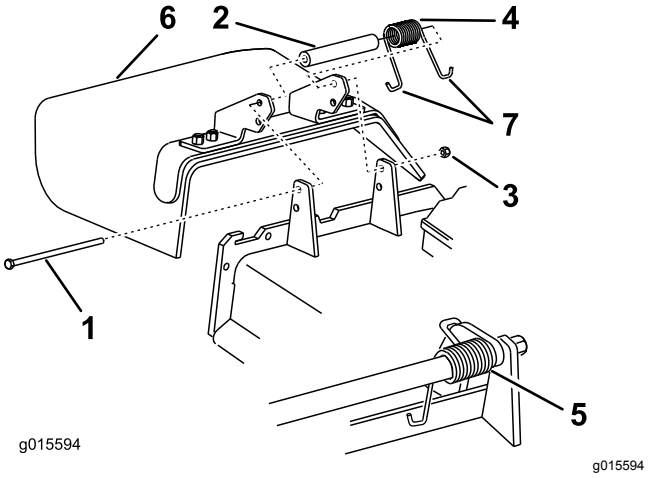

Figuur 88
1. Verwijder de borgmoer, bout, veer en afstandsstuk waarmee de grasgeleider vastzit op de draaibeugels (Figuur 88).
Opmerking: Zorg ervoor dat 1 **J**-vormig haakeind van de veer is gemonteerd achter de rand van het maaidek voordat u de bout monteert zoals wordt aangegeven in Figuur 88.
6. Plaats 1 **J**-vormig haakuiteinde van de veer om de grasgeleider (Figuur 88).